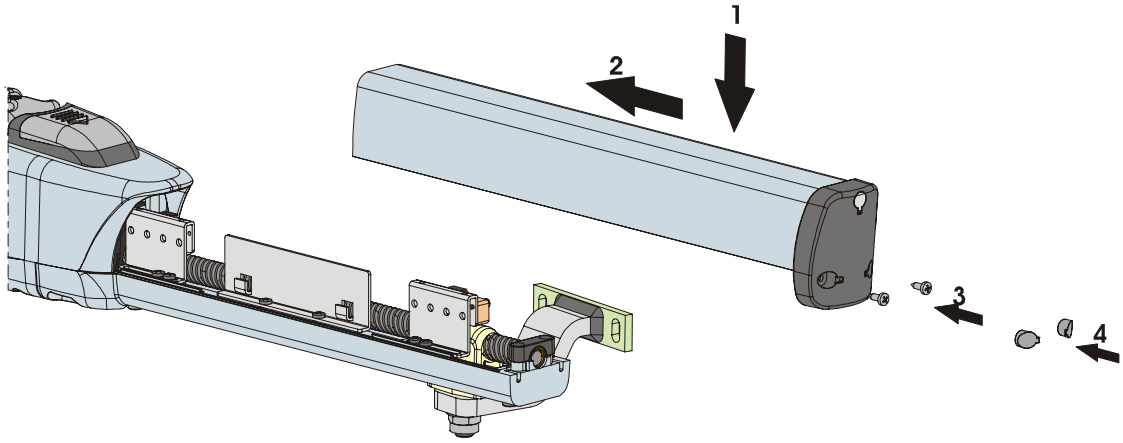

Abb. 25
6) Die Abdeckung wieder positionieren und hierzu auf der unteren Verbindung gleiten lassen und dabei sicherstellen, dass sie anschlägt, Abb. 25.
7) Erneut die beiden unteren Schrauben anschrauben, Abb. 25.